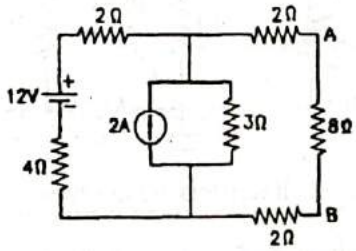

FIG. 1.191 : REFERENCE FIGURE FOR PROBLEM NO. 14
14. Using Thevenin's theorem, calculate the current through 8 Ω resistor in the given network of Fig. 1.191. [0.6 A]